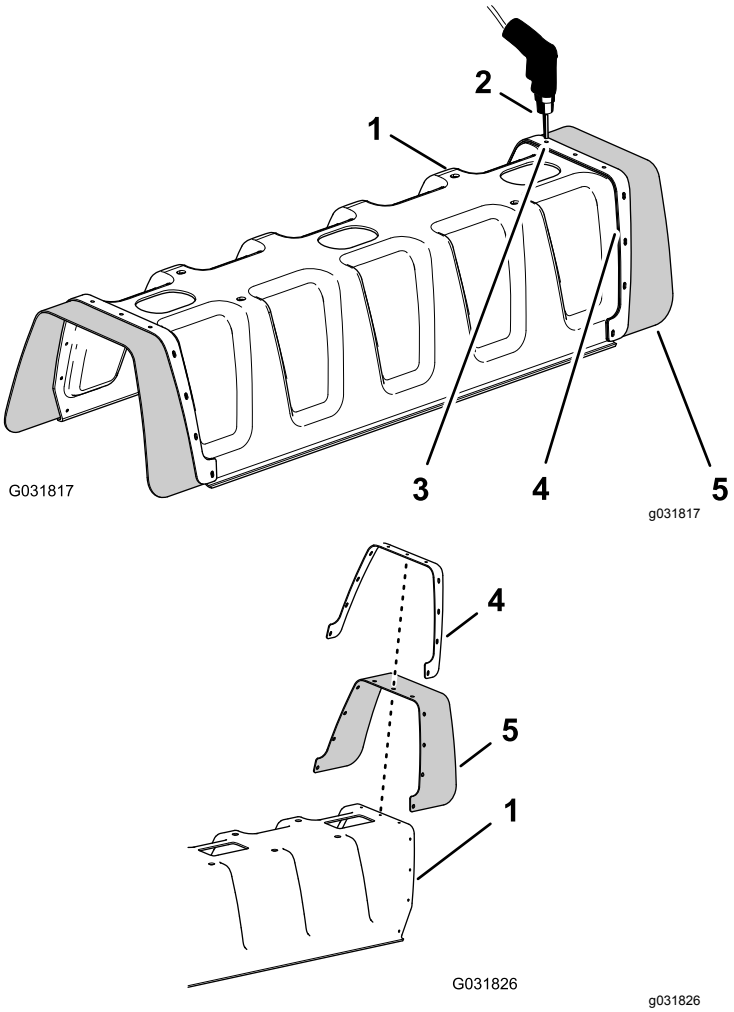

Figur 179
1. Använd en borr med ett 5 mm-borrskär och borra bort de elva popnitarna (Figur 179) som fäster förstärkningsplattan (en rad) och gummikåpan på änden av kåpan till sektionen med elva munstycken för centersprutrampssektionen som du tog bort i steg 2 i 6 Ta bort centersektionskåpan (elva munstycken) på den täckta sprutrampssatsen (tillval) (sida 14).
2. Ta bort förstärkningsplattan, de elva brickorna (3/16 tum) och gummikåpan från kåpan till sprutrampen med elva munstycken (Figur 179).